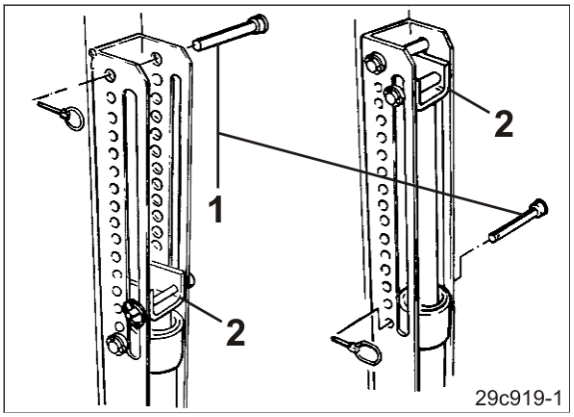

**Fig. 155**
3. Introduisez deux axes (Fig. 155/1) en-dessous et au-dessus de la butée (Fig. 155/2) dans les alésages du segment de réglage et bloquez-les avec des goupilles.